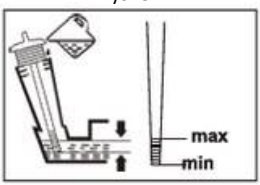

rys. 9
4. Poziom oleju musi znajdować się między oznaczeniami „max” i „min”. W razie potrzeby dodaj więcej oleju. Nie przepełniaj zbiornika (rys. 9).
6. Wytrzyj rozlany olej miękką ściereczką i ponownie zamocuj korek zbiornika oleju (22).